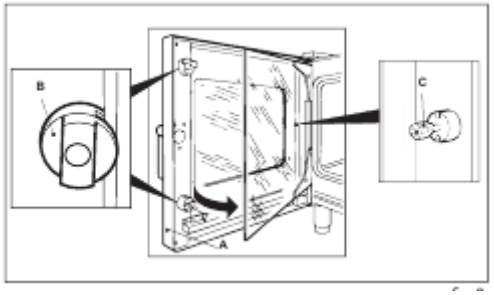

рис.9
1) Откройте дверь печи (**A**-рис.9)
2) Откройте пластиковые замки блокировки внутреннего стекла (**B** – рис.9) и, раскрыв, положите их (как открытую книгу).
3) Замените лампу (**C**-рис. 9)